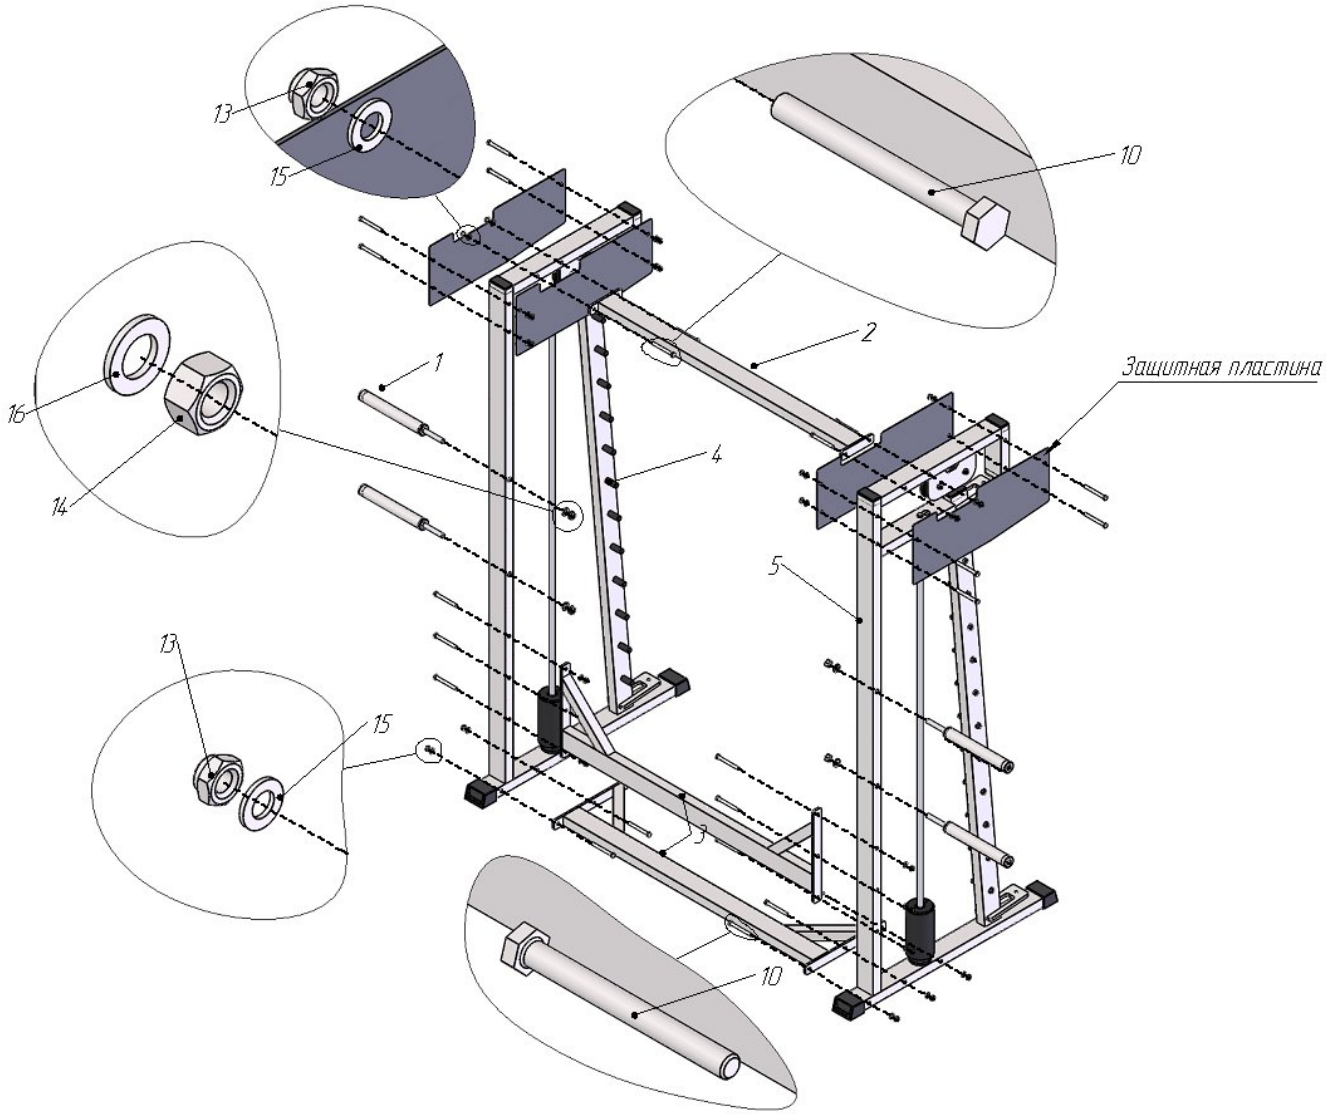
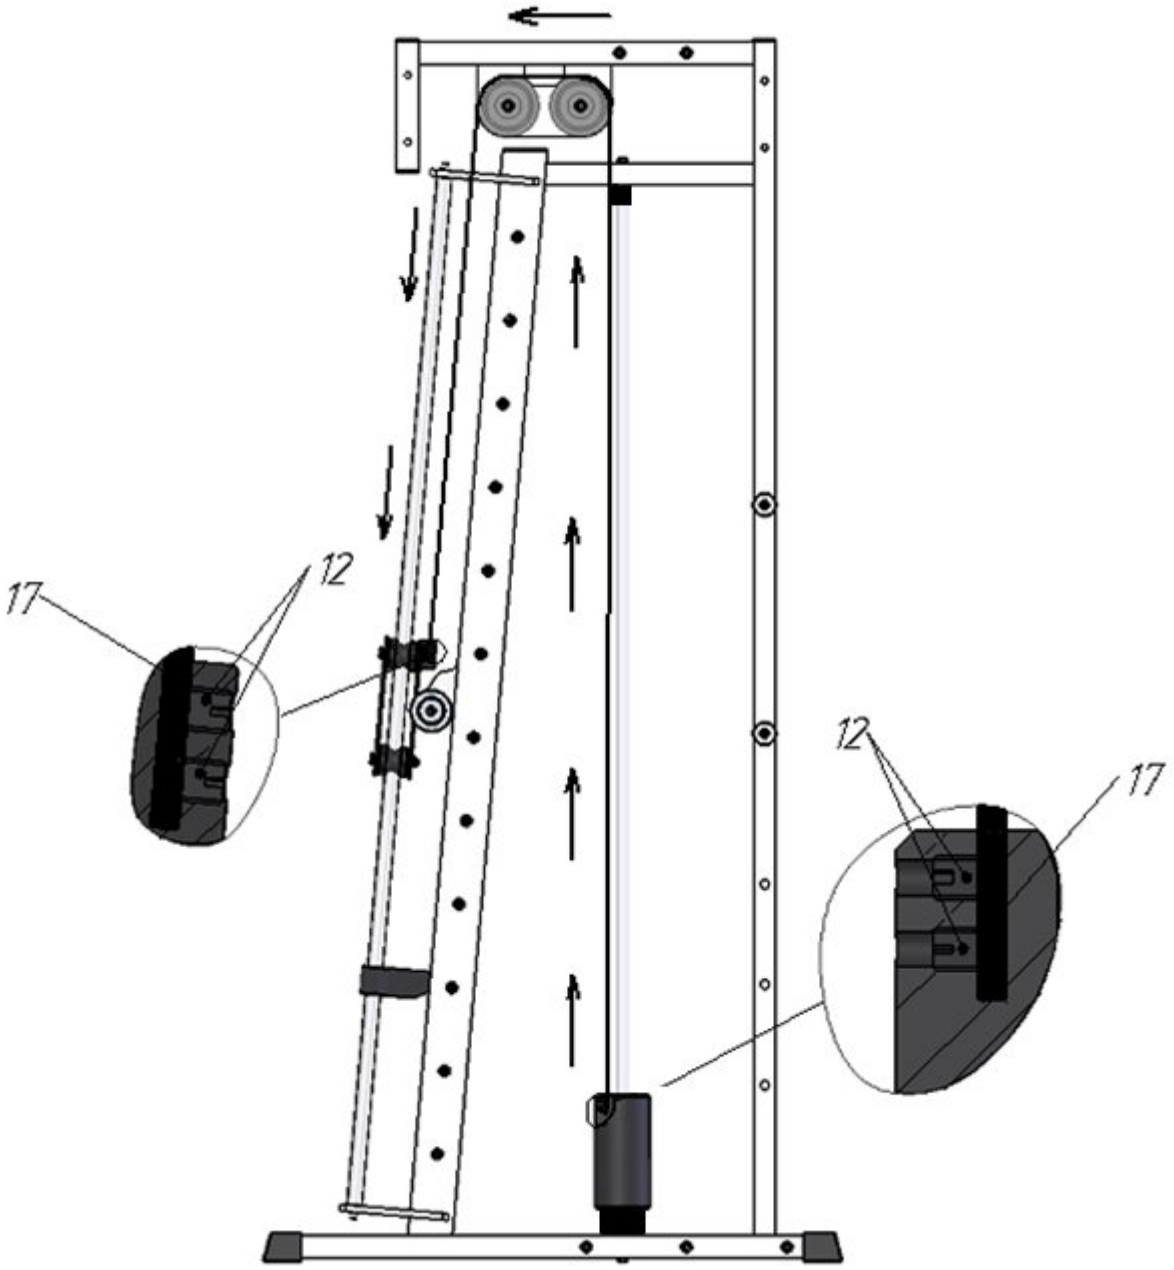

Рис.1
Рис.3
1. Снимите защитные пластины с основных рам (4), (5) для выполнения дальнейших действий. Скрутите основные рамы: левую (4) и правую (5) с верхней перемычкой (2) и задними перемычками (3) с помощью крепежного комплекта: болт М10х100 (10), гайка М10 самоконтрящаяся (13), шайба D10 (15). (Рис.1) Прикрутите накопители (1) к основным рамам с помощью крепежного комплекта: гайка М16 (14), шайба D16 (16).(Рис.1)
3. Закрепите трос (17) в массе с помощью винтов М10х12 (12). Протяните трос (17) как показано на схеме и закрепите его с помощью винтов М10х12 (12) в штанге (8). (рис.3) Установите защитные пластины на место (рис.1,2).